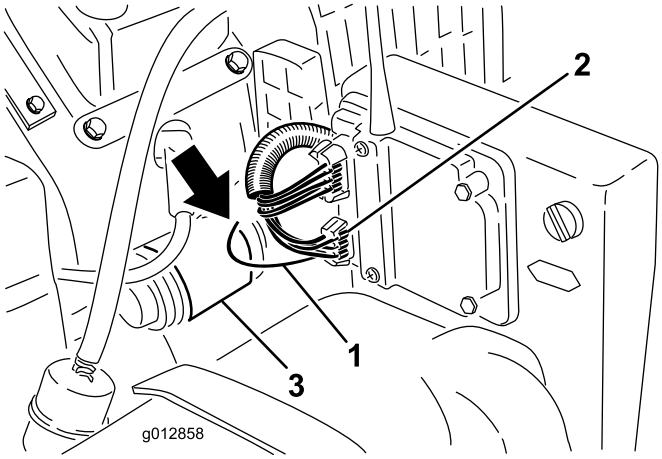

Figur 24
1. Finn den gule ledningen med sort stripe på som er foldet inn i ledningsnettrøret som kommer fra koblingen med seks pinner på mottakeren (Figur 24). Trekk ledningen ut av røret.